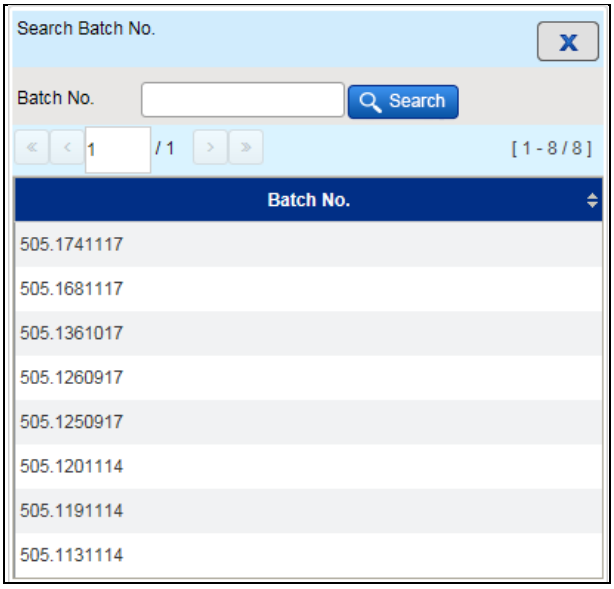

Figure 3.2.3-5 Search Batch No.
- *System will display as Figure 3.2.3-5.*